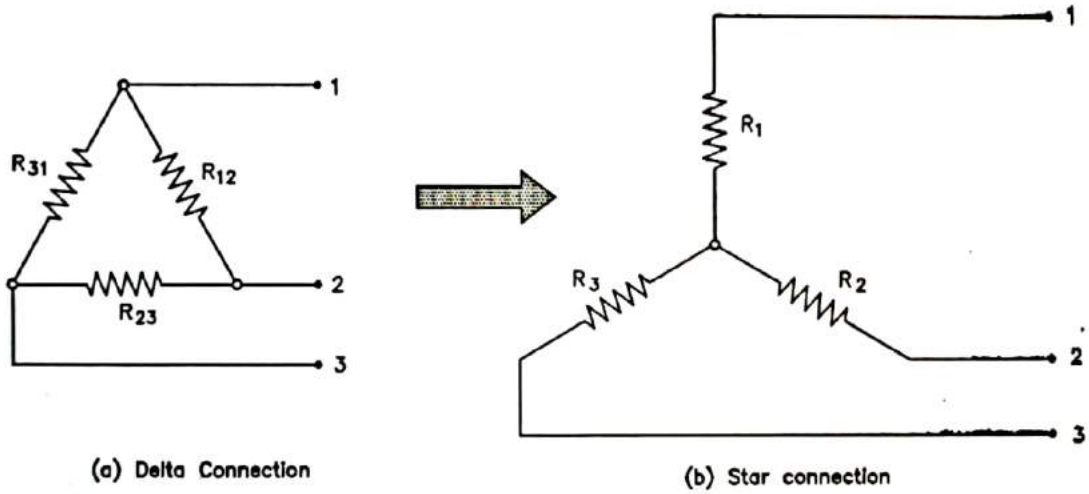

**FIG. 1.35 : DELTA-STAR TRANSFORMATION**
- Suppose three resistances $R_{12}$, $R_{23}$ and $R_{31}$ are connected in delta fashion between the terminals 1, 2 and 3 as shown in fig. 1.35(a).
- So far as the respective terminals are concerned, these three resistances ($R_{12}$, $R_{23}$ and $R_{31}$) can be replaced by the three resistances $R_1$, $R_2$ and $R_3$ connected in star system as shown in fig. 1.35(b).
- Now consider star connection. The resistance between the same terminals 1 and 2 (Fig. 1.35(b) is $(R_1 + R_2)$ ... (2)
- Since the two systems are identical, resistance measured between terminals 1 and 2 in both systems must be equal. Therefore equating the equations (1) and (2), we get.